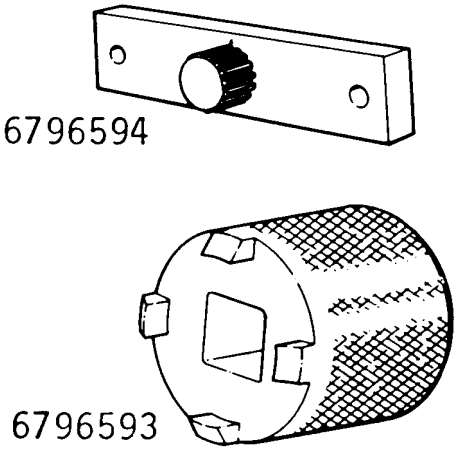

Figure 6. 6796593 Retainer Bolt Spanner Wrench and 6796594 Holder
c. Install the tab lockwasher (25). Place the assembly in the 6796594 holder and insert retainer bolt (26). Torque bolt 300–400 lb in. using 6796593 retainer bolt spanner wrench. Secure bolt with washer tabs. (See figure 6.) (QA).
d. Install the assembly in the housing. Refer to table 1, Ref 4 and 5, for fit limits. (QA).